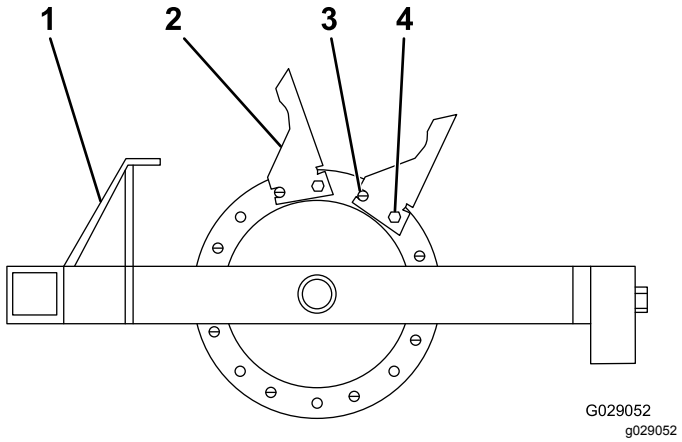

**Figur 9**
1. Start på det utvendige støpestykket og monter pipene, som vist i Figur 9.
2. Monter alle åtte piper på støpestykket med en valsetapp og boltene (1/2 x 1 3/4 tomme) og påse at valsetappen er i fremre posisjon (Figur 9).